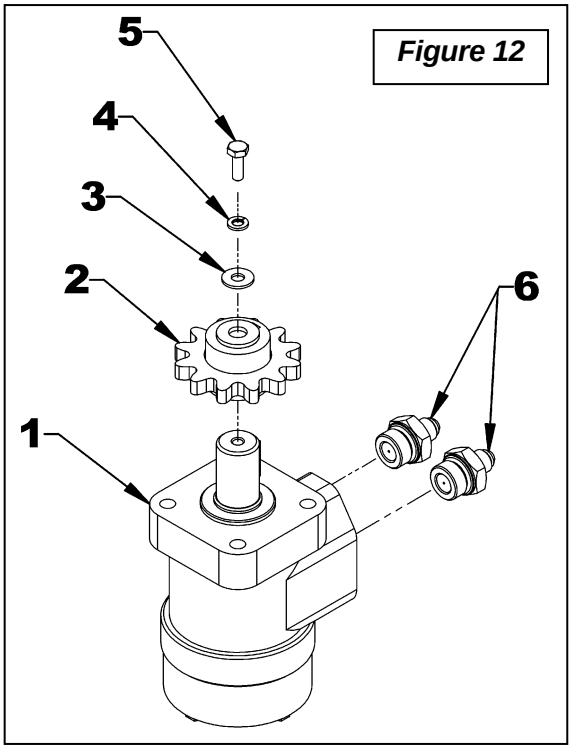

Figure 12
2. **Figure 12:** Check if the chute itself rotates well. To do so, remove the bolt , lockwasher, flat washer (items 5-4-3) and the motor gear (item 2) attached to the motor shaft (item 1) and check if the chute rotates well in both directions by turning it by hand. If it does not rotate well, correct the problem by checking if there is some excess wear or debris locked between components.
3. **Figure 12:** Check if there is residue in the hydraulic circuit. To do so, first verify if the chute rotates well in one direction. If so, remove the bolt, lockwasher, flat washer (items 5-4-3) and the motor gear (item 2) attached to the motor shaft (item 1) and activate the rotation in the direction the motor turns well for approximately 1 minute to evacuate the residues. Then rotate the chute in the direction it did not turn well and check if the problem is resolved. - If not or if the chute does not rotate well in either direction, disconnect the motor hoses, remove the two flow restrictors (item 6) attached to the motor inputs (item 1) and inspect the holes of the two flow restrictors carefully. Remove the residues if needed. If no residue is present, disconnect hoses and clean them with compressed air. - If the problem persists, check if there is residue inside the motor (item 1). Clean with compressed air the inside of the two motor inputs. You can also manually turn the motor shaft in both directions while shooting compressed air.